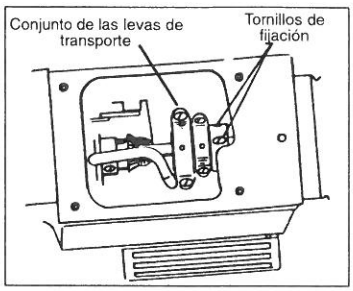

Fig. 28
Si fuese necesario ajustar, suelte la tapa superior de la máquina (junto al volante), afloje los tornillos (2) que fijan el conjunto de las levas del transporte y gire todo el conjunto (Ver fig. 28).